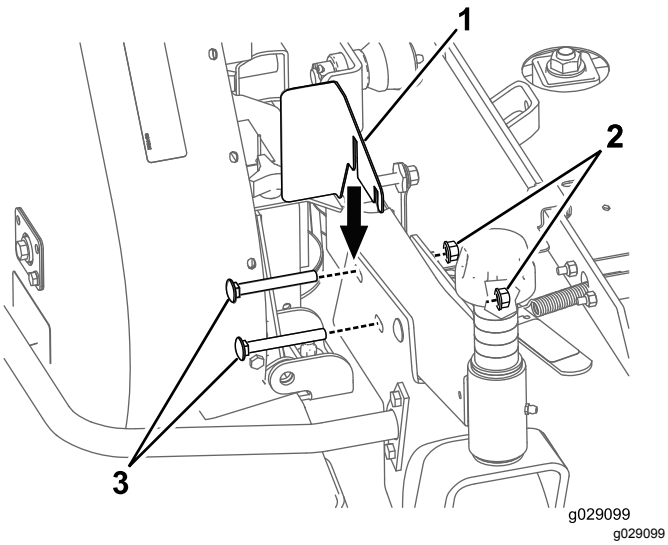

Figura 26
2. Instale el protector de la polea en la máquina (Figura 26).